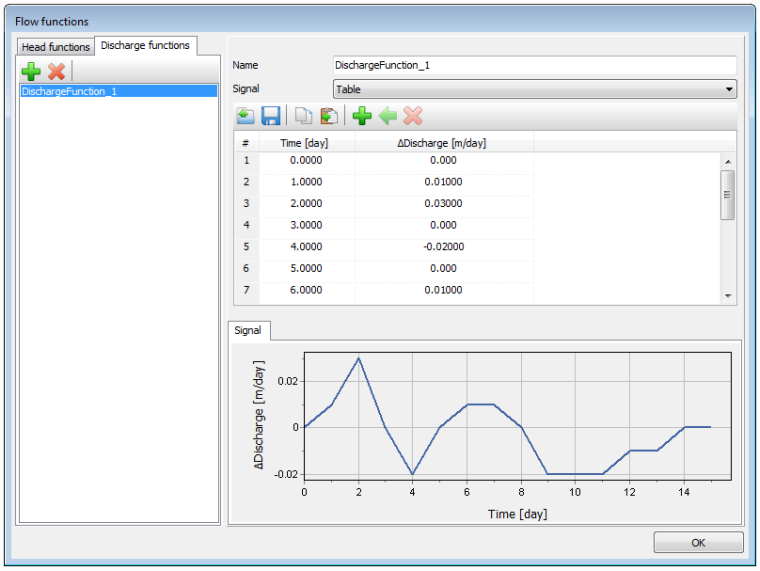

Figure 11.7 The *Flow function* window displaying the precipitation data and plot
- Figure 11.7 shows the defined function for precipitation. Close the windows by clicking *OK*.